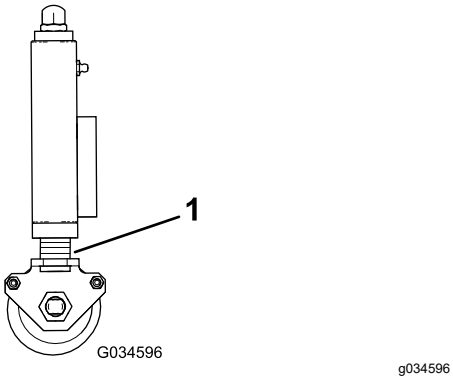

Figur 27
2. Se till att alla klippenheter har ställts in på samma klipphöjd genom att kontrollera indikatorringarna (Figur 27).